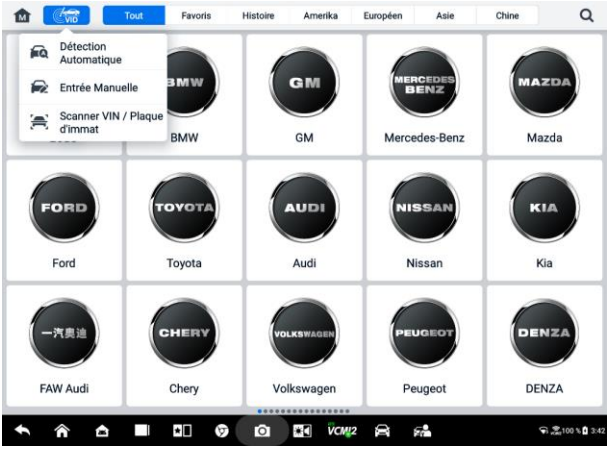

Figure 6-6 ***Écran du bouton VID***
2. Appuyez sur le bouton **VID** dans la barre d'outils supérieure (voir *Figure 6-6 Écran du bouton VID*).
Appuyez sur **Scanner le VIN/la plaque d'immatriculation** dans la liste déroulante (voir *Figure 6-6 Écran du bouton VID*), l'appareil photo s'ouvre. Sur le côté droit de l'écran, de haut en bas, trois options sont disponibles: **Scanner le code-barres, Scanner le numéro VIN** et **Scanner la plaque d'immatriculation.**